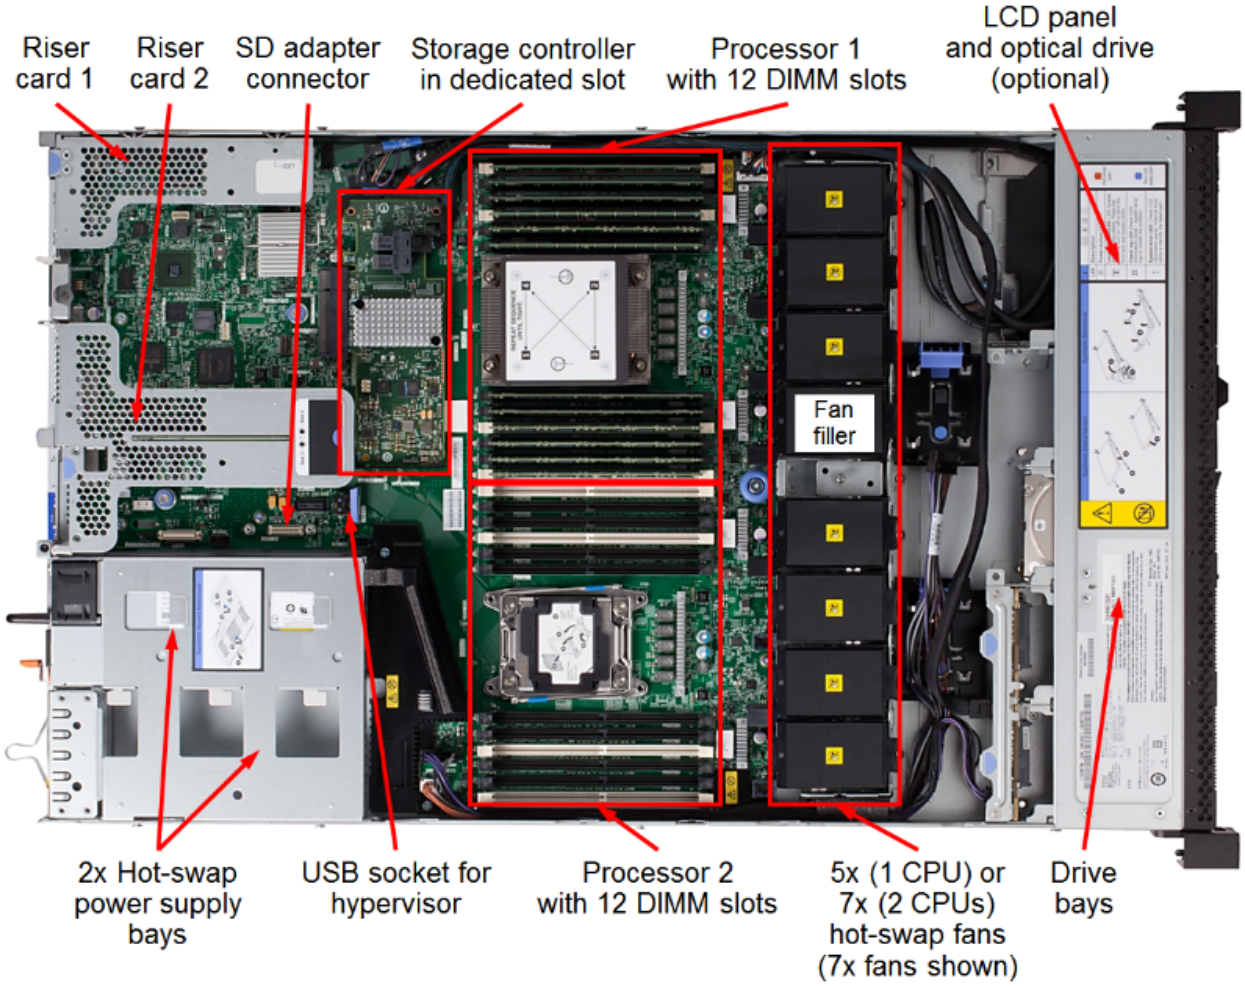

**Figure 7: x3550 M5 inside view**
**Figure 7** shows the inside view of x3550 M5.